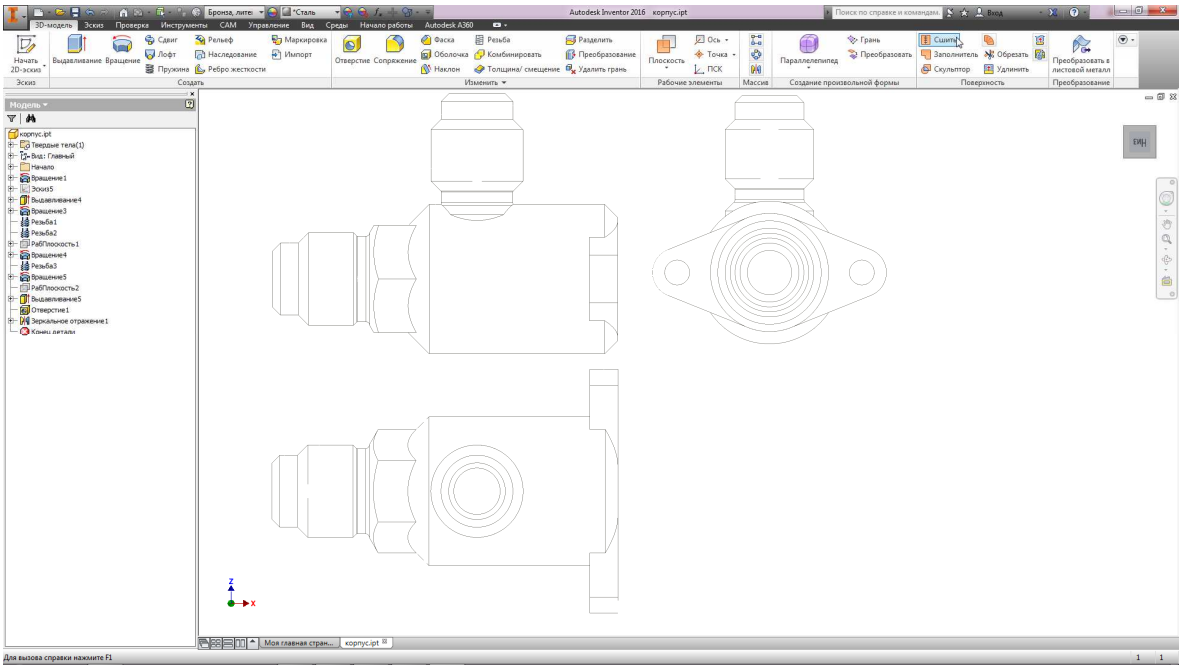

Fig. 5
5. Then over the visible contours of the image of each type by CAD tools perform sketches necessary details (figure 5).